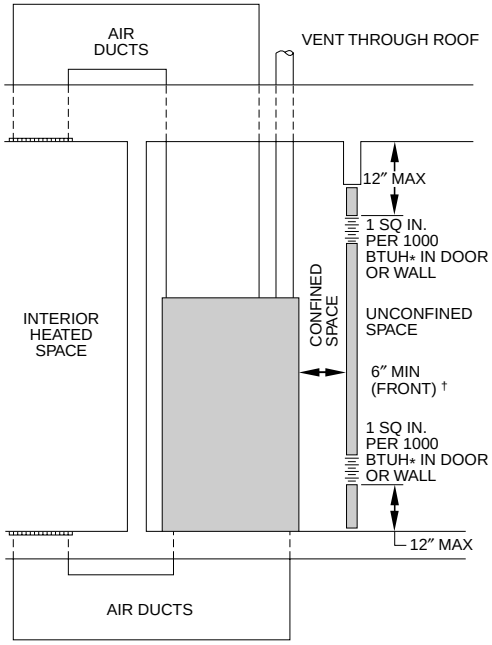

Fig. 7—Confined Space: Air for Combustion and Ventilation from an Unconfined Indoor Space
A **confined space** has a volume less than 50 cu ft per 1000 Btuh of total input ratings of all appliances installed in that space. A confined space **must** have provisions for supplying air for combustion, ventilation, and dilution of flue gases using one of the following methods in Table 2 and Fig. 7 and 8.
a. Each opening must have a minimum free area of not less than 1 sq in per 1000 Btuh of total input rating for all gas utilization equipment in the confined space, but not less than 100 sq in. The minimum dimension of air openings should be no smaller than 3 in. (See Table 2 and Fig. 7.)